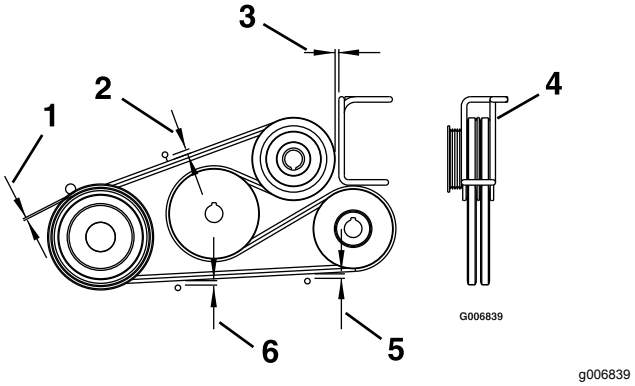

**Figure 58**
4. Réglez les guides de courroie comme montré à la Figure 58.